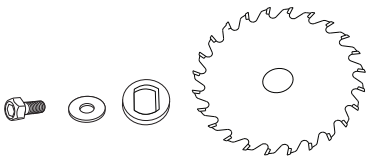

Fig. 3
> Presione el interruptor de bloqueo de seguridad (3) y empuje la placa base (9) hasta dejar expuesta la hoja de sierra. Retire la hoja de sierra del husillo (Fig. 3).